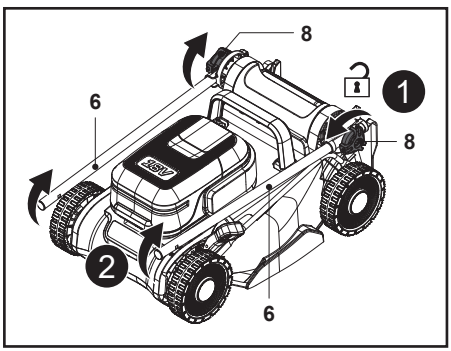

**Fig. 1**
2. Afloje el mando de bloqueo (8) girándolo hacia la izquierda sin llegar a retirarlo del todo; a continuación, despliegue la barra inferior del manillar (6) (Fig. 1, pasos 1 y 2).